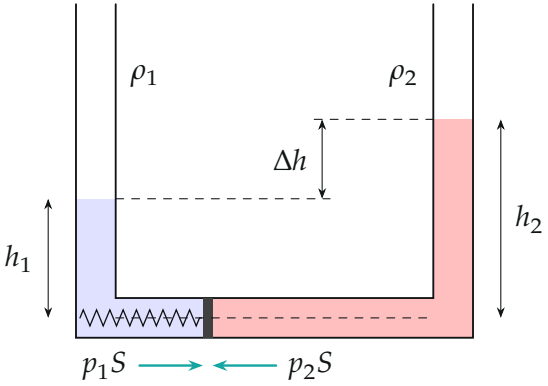

Рис. 1. Начальное состояние: давления слева и справа уравновешены, пружина не деформирована. Высоты отсчитаны от оси поршня (пунктир).
1. Начальное равновесие. Второй закон Ньютона для невесомого поршня в проекции на горизонталь: $p_1 S = p_2 S$, пружина не деформирована (рис. 1). Давление у поршня по закону гидростатики $p = \rho g h$: